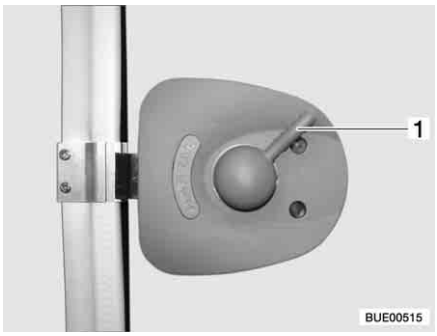

Fig. 25 Door lock of conversion door, inside, locked
- Press the handle (Fig. 25,1) approx. 45° upward and leave it in this position.